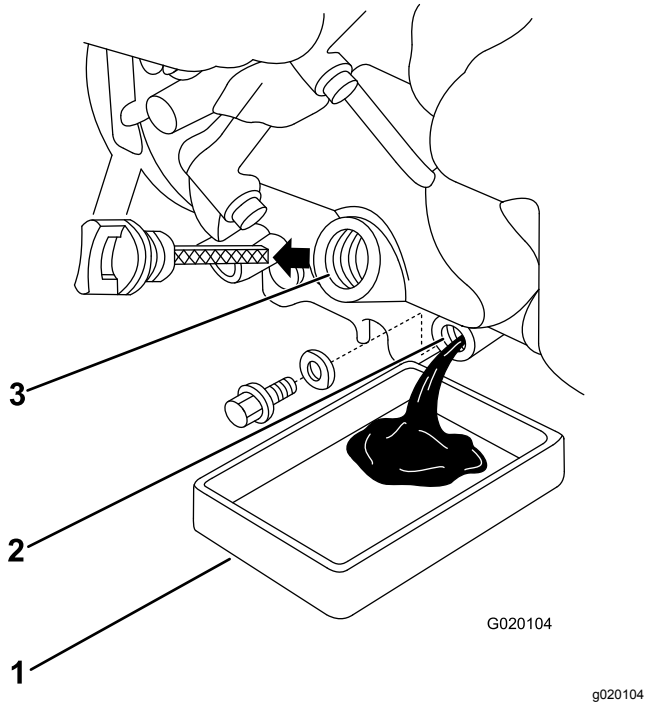

Figure 19
5. Retirez le bouchon de vidange et vidangez l'huile du moteur (Figure 19).
7. Retirez la jauge et versez lentement environ 80 % de la quantité d'huile spécifiée dans le moteur (Figure 19).